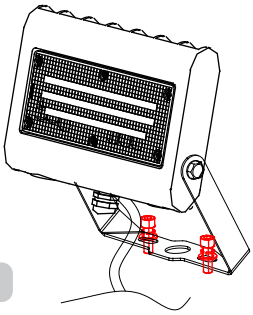

Fig.4
2. Fix the bracket to the ground with screws. See Fig.4.